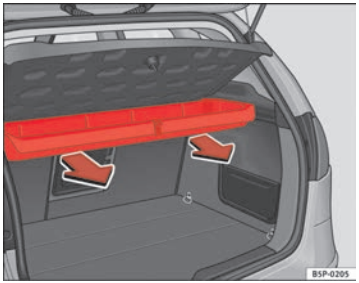

Fig. 125 Removing storage shelf
– Pull outwards until the compartment is freed from the pivot point ⇒ fig. 125.